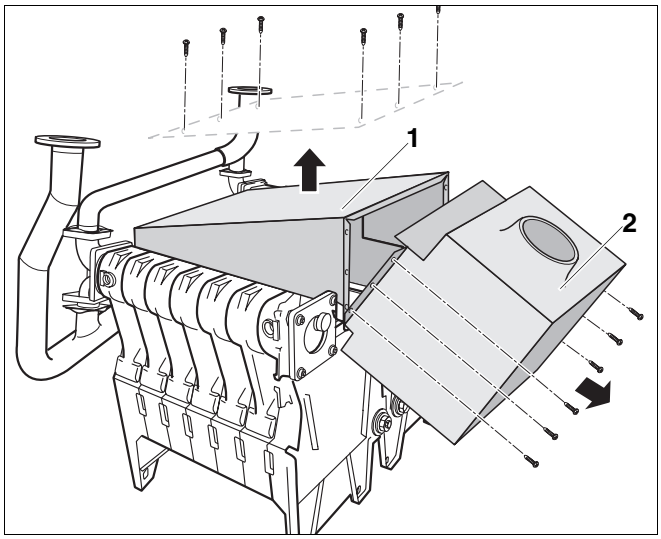

Afb. 90 Trekonderbreker demonteren
- Draai de 6 zijdelingse schroeven van de trekonderbreker (afb. 90, **pos. 2**) los en demonteer de trekonderbreker.
- Demonteer het reinigingsdeksel van de rookgasverzamelaar (afb. 90, **pos. 1**).
- Monteer het reinigingsdeksel van de rookgasverzamelaar (afb. 90, **pos. 1**) en de isolatie van de rookgasverzamelaar weer.